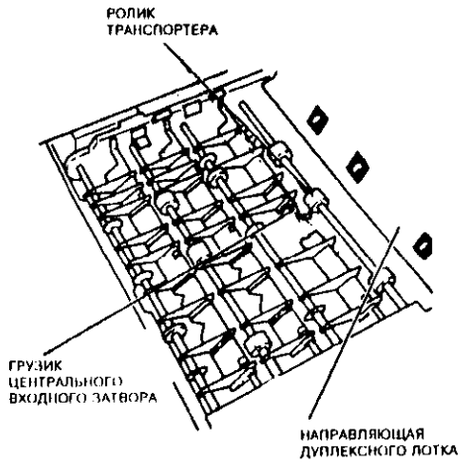

Рисунок 1. Грузики входных затворов дуплексного лотка
- Если дефект представляет собой группу точечных пятен у передней кромки на расстоянии 160 мм от верхнего края и наблюдается только на копиях, которые прошли через дуплексный лоток, то осмотрите грузики входных затворов дуплексного лотка. В частности, проверьте, не цепляется ли грузик центрального входного затвора за ролик транспортера, см. рисунок 1.